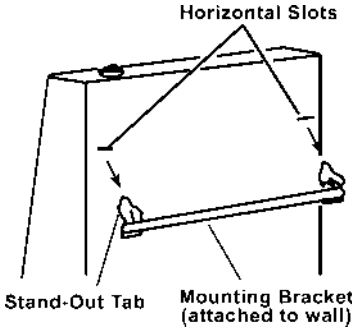

Figure 11 - Mounting Heater Onto Mounting Mracket
1. Locate two horizontal slots on back panel of heater (see Figure 11).